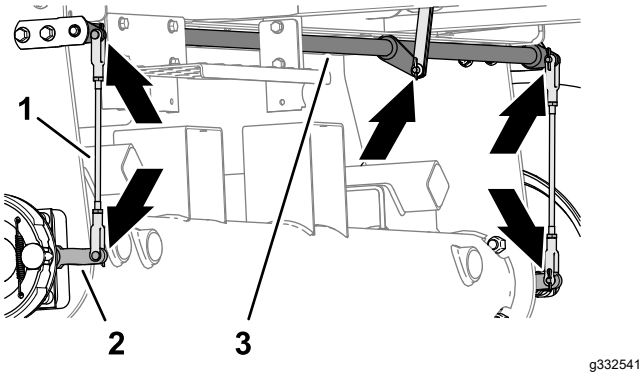

**Figur 84**
1. Kontrollera om det finns skador eller slitage på den vänstra eller högra bromsstångsenheten (Figur 84).
2. Kontrollera om det finns skador eller slitage på bromsvridaxeln (Figur 84).